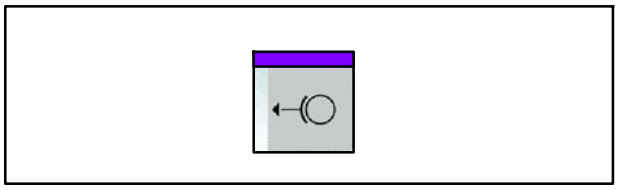

Fig. 181 Touche Desserrer le frein
7. Desserrer le frein en appuyant sur la touche Desserrer le frein (Fig. 181)